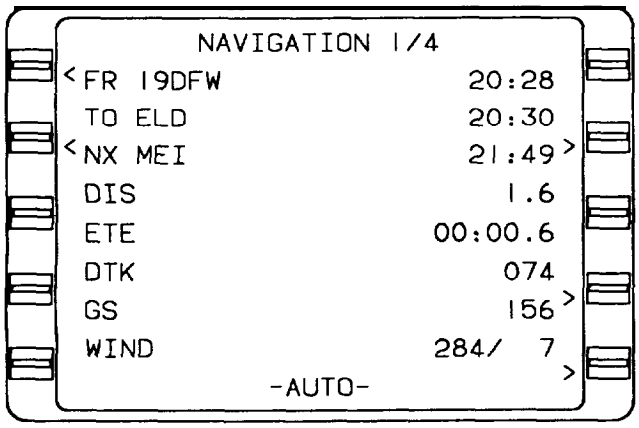

Figure 3-30. FMS Navigation 1/4 Page
(3) NAVIGATION 2/4 page (fig.3-30).